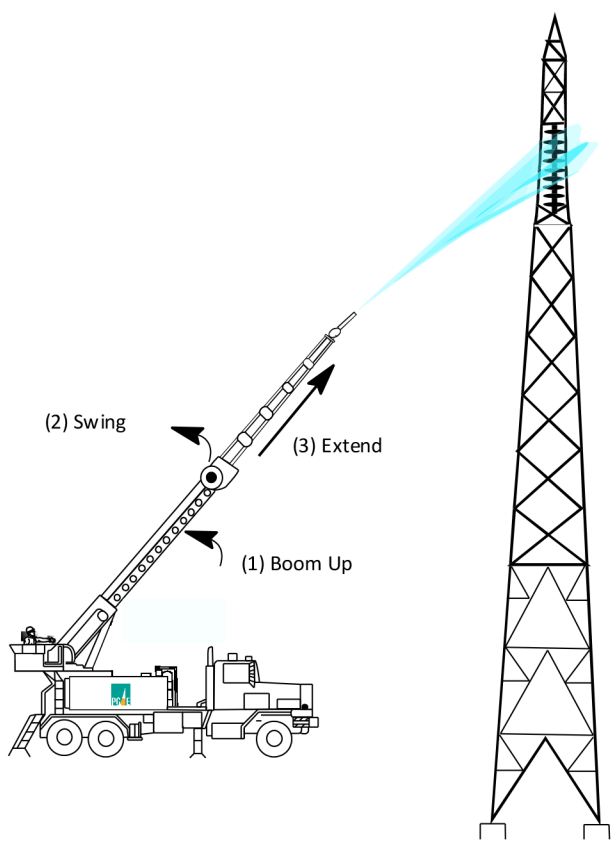

Figure 5.12.4. Positioning the Boom.
C. Plan the location of the boom and nozzle before extending the boom to the washing position. Position the nozzle for washing at 90° to the side of the boom and slightly below the conductor level. This position allows adequate viewing and effective washing. (See Figure 5.12.4.)
To avoid whip or shuttle while moving the boom, retract the boom to less than 70 feet. Move the boom to the desired position. Extend the boom to the washing position. This can be an effective procedure, depending on the sensitivity of the controls and the operator's skills at using them. If this is impractical, move the boom-speed handle to the low-speed position and operate the boom slowly. (See Figure 5.12.4.) The boom and nozzle speed and reaction times are fully adjustable. On the HW145, the boom speed of rotation and elevation are cut in half when the boom extension is at 50%.